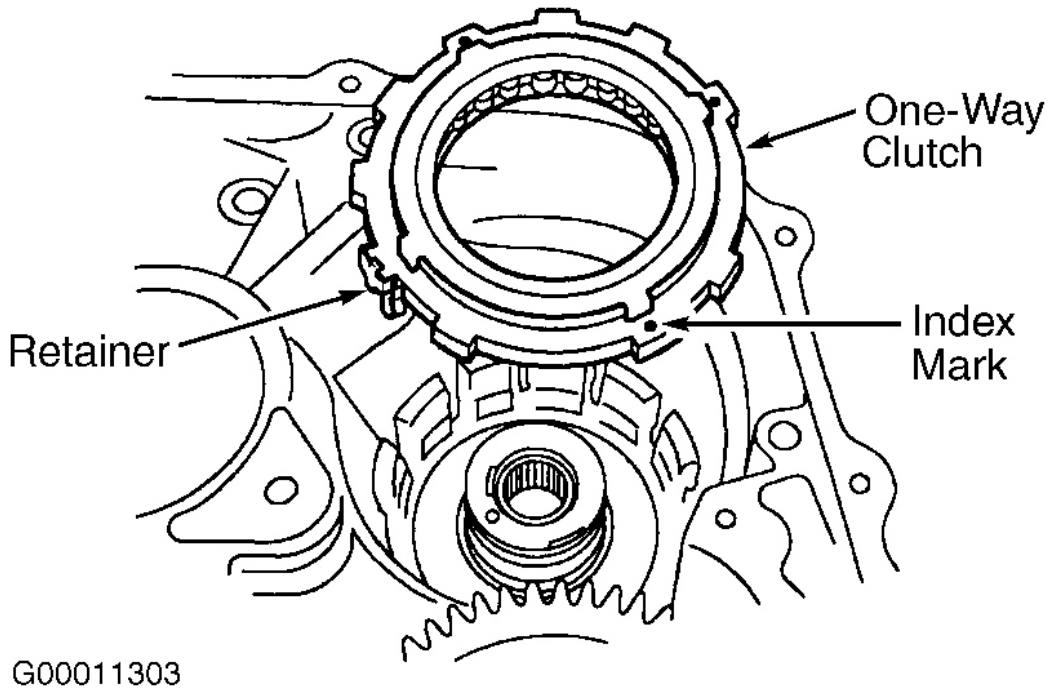

Fig. 73: Installing No. 2 One-Way Clutch & Retainer
28. Install No. 2 one-way clutch into transaxle case. Note position of index marks on No. 2 one-way clutch. Ensure marks are facing up. See **Fig. 73**. Install snap ring into transaxle case. Coat thrust bearing and bearing race with petroleum jelly and install onto underdrive clutch. Install underdrive clutch into transaxle case.